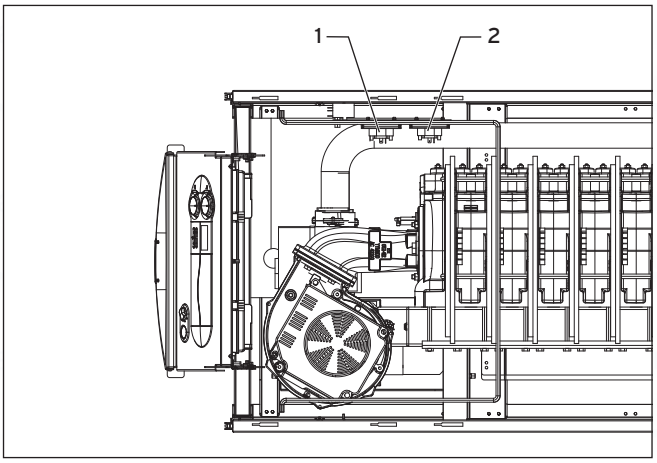

Fig. 8.4 Checking the flue gas pressure monitor
- Check the hoses to the combustion air pressure monitor (**1**) (see Fig. 8.4) for contamination and correct fit.